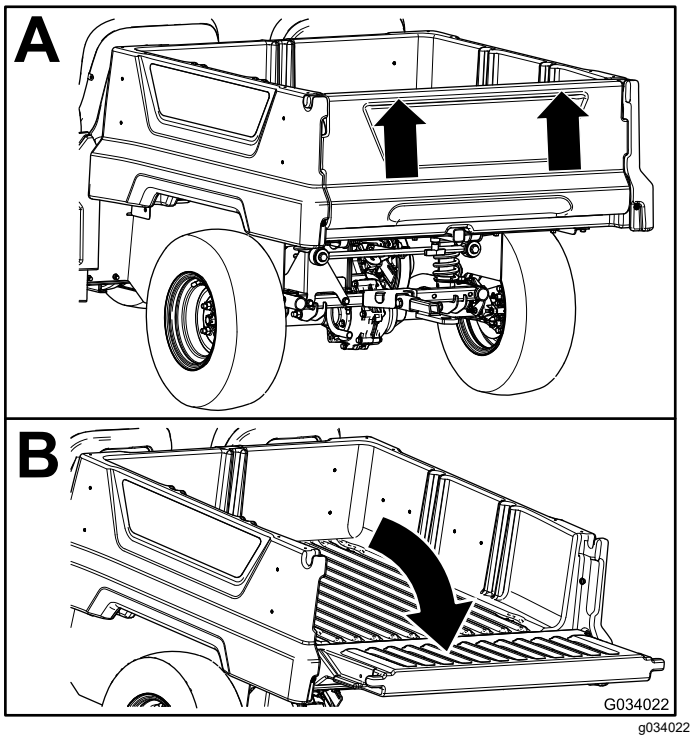

Figuur 17
2. Breng de achterlaadklep met beide handen omhoog; gebruik de nok bovenaan de achterlaadklep (Figuur 17).
3. Laat de achterlaadklep zakken tot deze gelijk komt met de onderkant van de laadbak (Figuur 17).